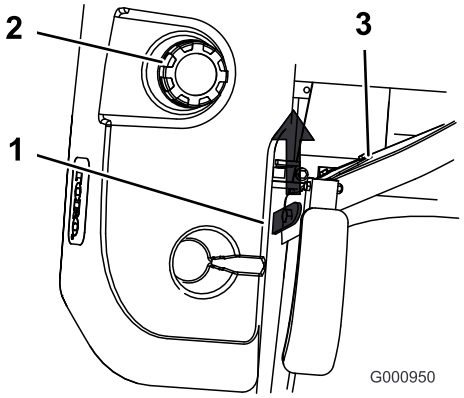

Figur 30
3. Hæv sædet. På den måde får du adgang til maskinen under sædet (Figur 30).